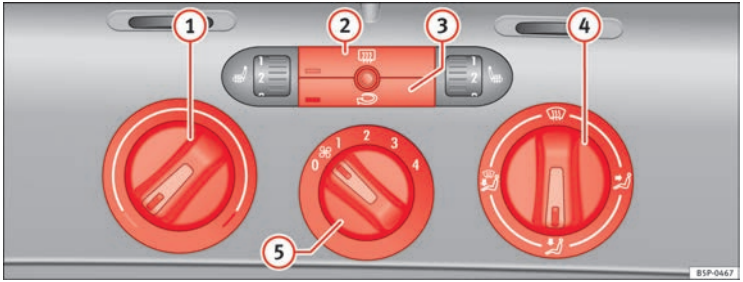

Abb. 129 In der Instrumententafel: Bedienelemente der Heizung
– Mit den Reglern ⇒ Abb. 129 (1) und (4) und mit dem Schalter (5) stellen Sie die Temperatur, die Luftverteilung und die Gebläsestufe ein.
– Drücken Sie die jeweilige Taste (2) bzw. (3), um eine Funktion ein- oder auszuschalten. Bei einer eingeschalteten Funktion leuchtet die Kontrollleuchte unten links an der Taste auf.